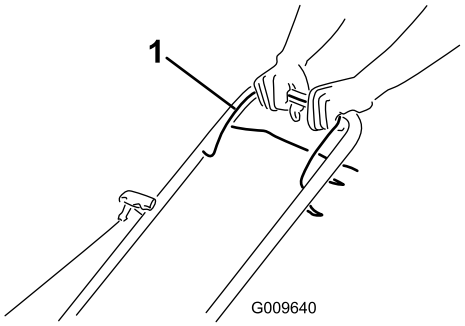

**Figuur 10**
1. Houd de bedieningsstang van het maaimes (Figuur 10) tegen de handgreep.